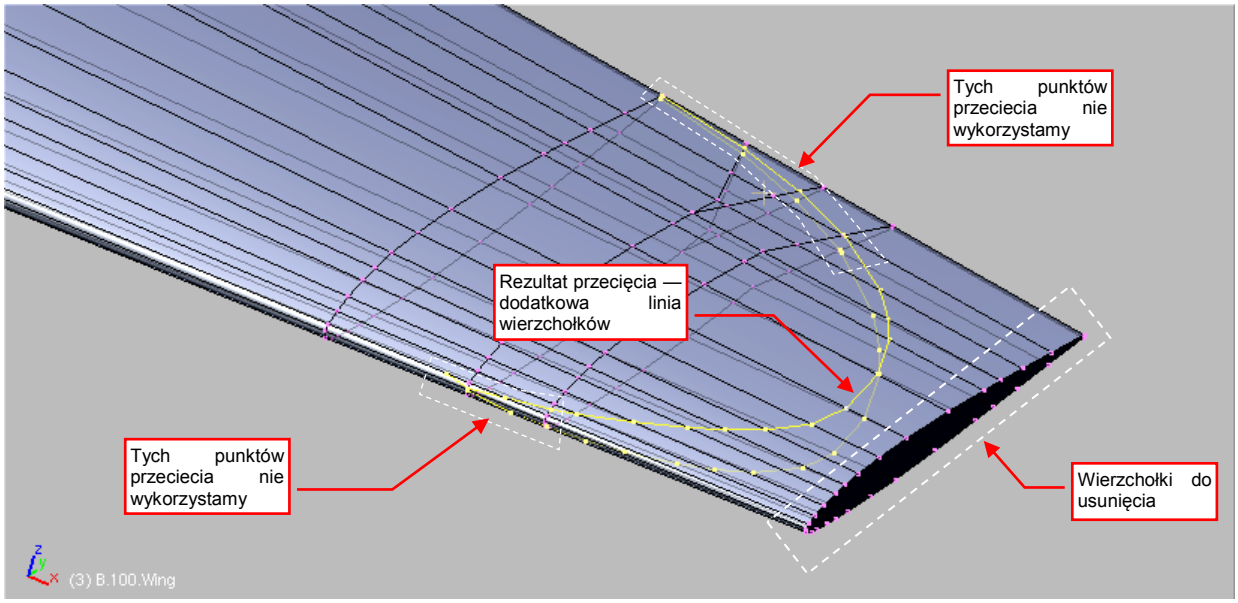

Rysunek 3.5.5 Rezultat przecięcia - nowa krawędź
Krawędź przenikania pomocniczego obiektu z powierzchnią płata wyznaczymy używając polecenia ***Intersection*** (z menu *Specials* — por. str. 308). Opcje skryptu ustaw tak, by uzyskać wyłącznie punkty przecięcia z krawędzi skrzydła (Rysunek 3.5.5):
1. Zaznacz i usuń ostatnią sekcję płata (Rysunek 3.5.5);
2. Usuń także niepotrzebne, krańcowe wierzchołki z linii przecięcia (Rysunek 3.5.5);